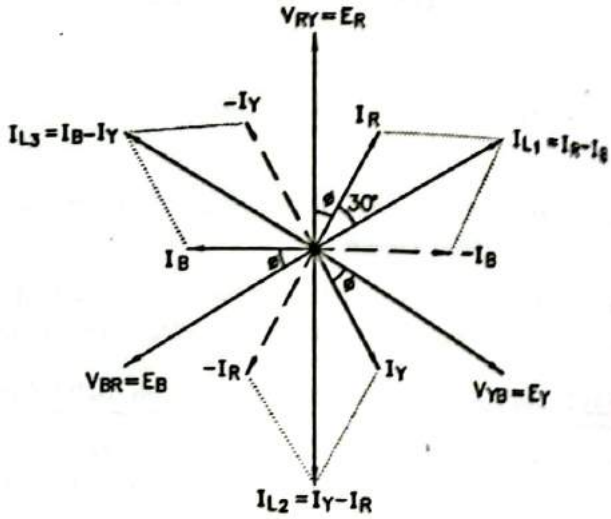

FIG. 2.85 : PHASOR DIAGRAM FOR DELTA CONNECTED SYSTEM
- Current in line 1 can be found as the vector difference of the two corresponding phase currents. This is shown in Fig. 2.85.
- For example, $I_{L1}$ can be obtained by adding $I_R$ and $I_B$ reversed and its value is given by the diagonal of the parallelogram as shown in the Fig. 2.85.